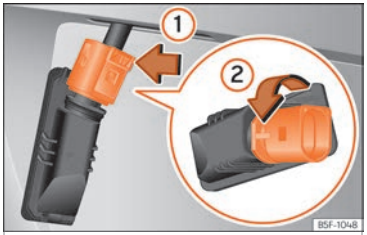

Fig. 122 Number plate light: detach the bulb holder.
3. Turn the connector lock ››› Fig. 122 in the direction of arrow ① and pull on the connector.
4. Rotate the bulb holder in the direction of arrow ② and extract it with the bulb.
6. Insert the bulb holder in the number plate light and turn in the opposite direction of arrow ② until it stops.